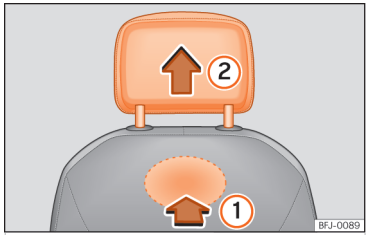

**Fig. 98** Front head restraint: removal.
- To unlock it, look for the rabbet on the bottom of the backrest and press in the direction of the arrow ››› Fig. 98 ①.
- Remove the head restraint in the direction of the arrow ②.